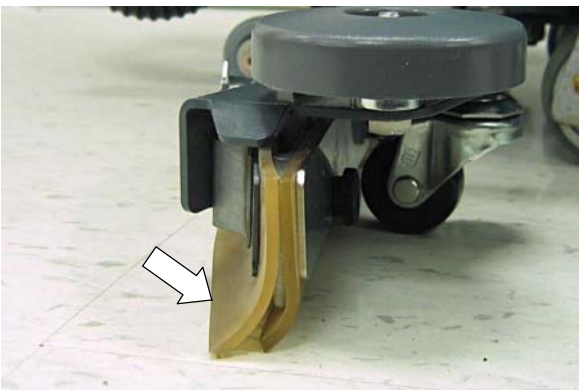

AFB. 5
5. Controleer of de vloerwisser de juiste buigingsgraad heeft. De bladen moeten buigen zoals aangegeven (afbeelding 5).